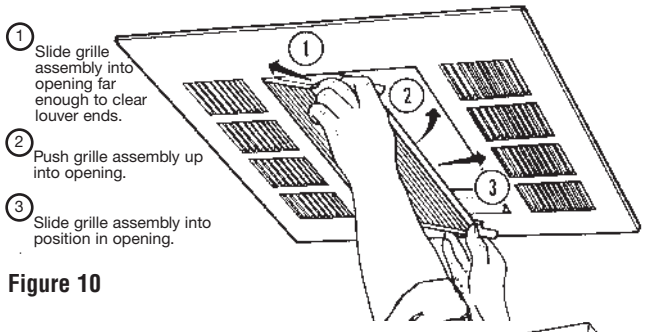

Figure 10
5. While holding the assembly together with both hands, fit one side of assembly into the opening of the enclosure, and slide this side inward while fitting the opposite side into the enclosure. (See Figure 10.) Slide the as sembly into position so that the bottom portion of each guide locks into the opening.